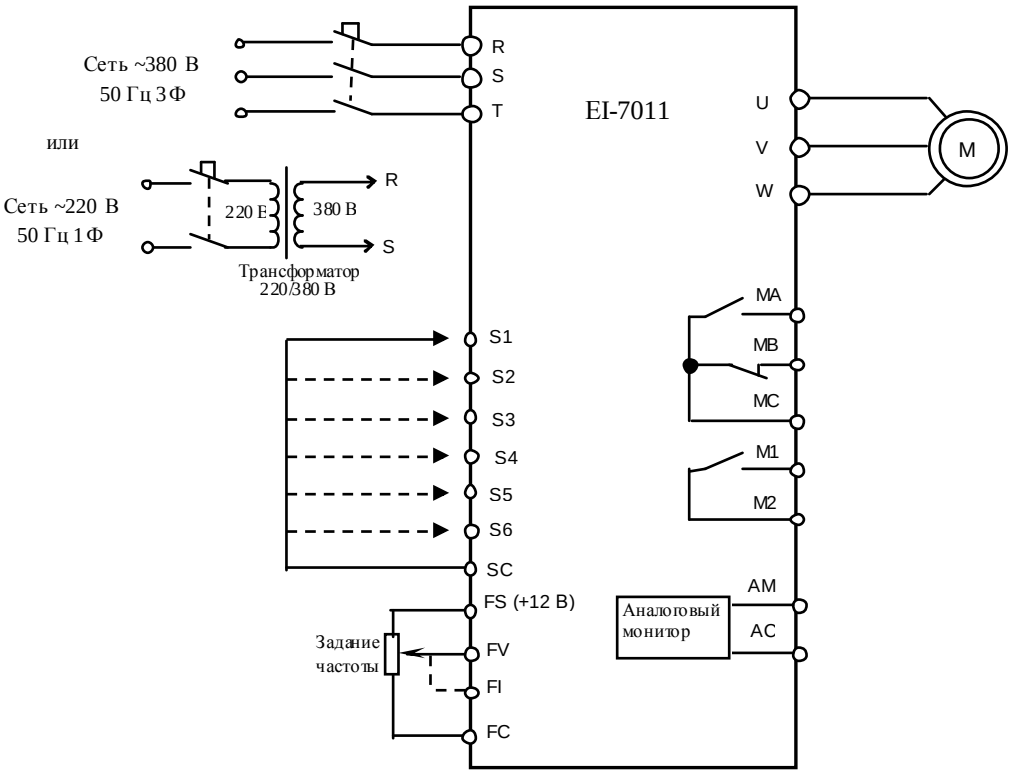

Рис. 4.14. Диагностика входных и выходных цепей управления преобразователя EI-7011.
4.10.1. Подключить электродвигатель к выходным клеммам U, V, W (рис.4.14).